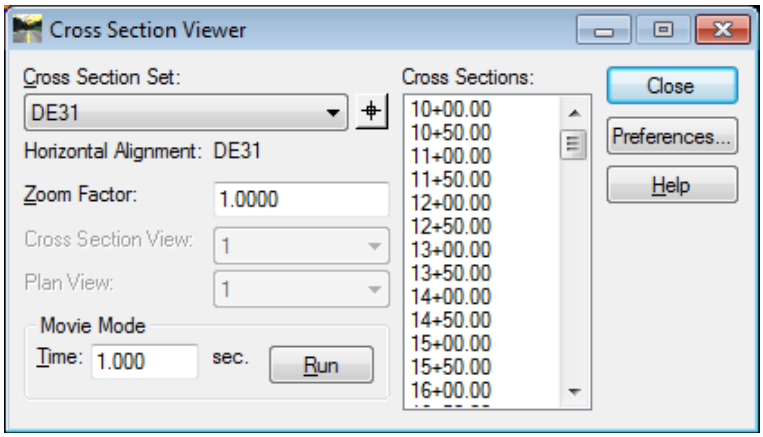

Figure L9-4 Cross Section Viewer
19.	**Open the Cross Section Viewer.** • In InRoads, select **Evaluation ► Cross Section ► Cross Section Viewer**… The **Cross Section Viewer** opens as shown in *Figure L9-4*.